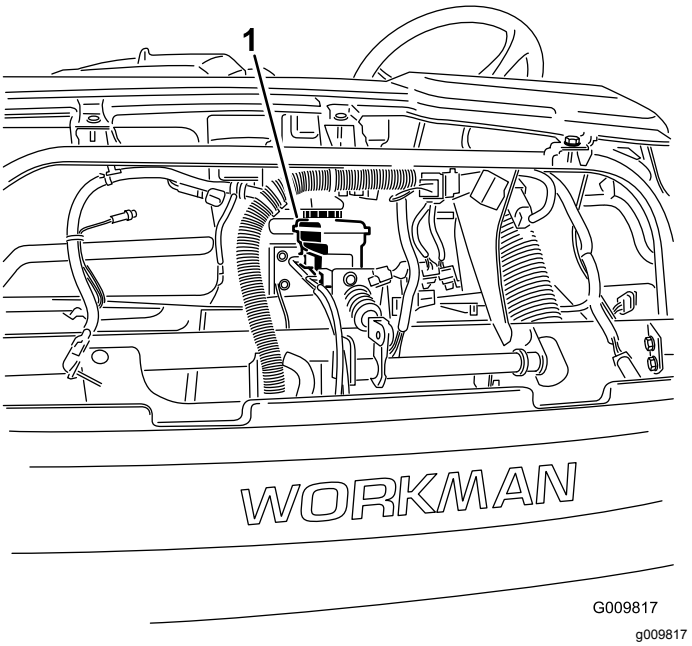
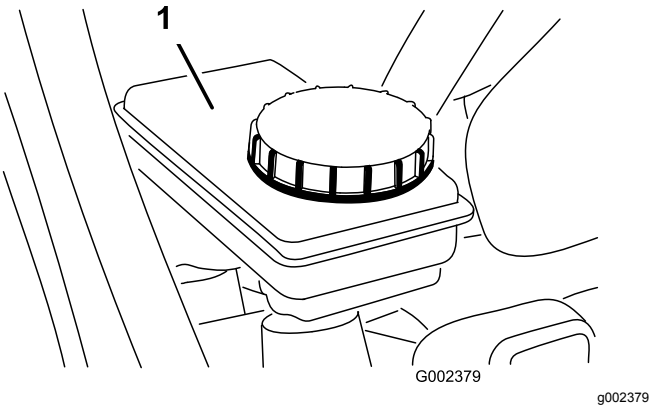

Figur 72
Figur 73
5. Sjekk væskenivået i bremsevæskebeholderen (Figur 72 og Figur 73).
A. Rengjør området rundt beholderens lokk (Figur 73).
B. Fjern beholderens lokk (Figur 73).
C. Fyll på spesifisert bremsevæske til Full-linjen på beholderen (Figur 73).
D. Sett på lokket (Figur 73).